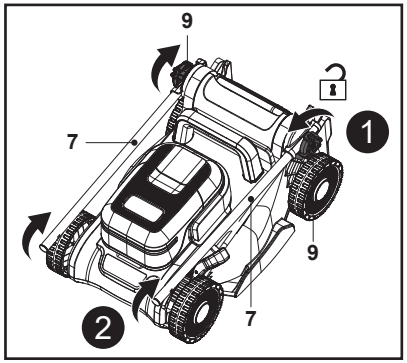

Fig. 1
2. Desserrer le bouton de serrage (9) dans le sens antihoraire sans le retirer, puis déplier le guidon inférieur (7) (Fig. 1, étapes 1, 2)